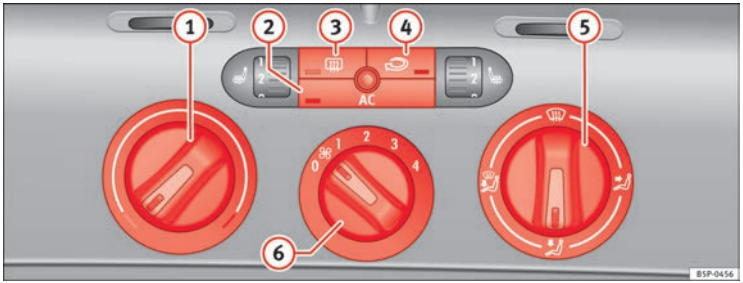

Fig. 108 On the dash panel: Climatic controls
– Turn the temperature selector ⇒ fig. 108 (1) clockwise to select the required temperature.